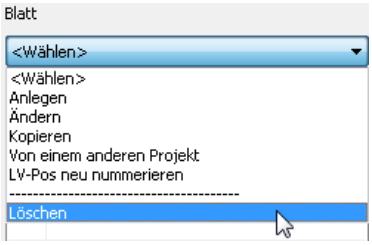

Bild 18.41 – Löschen eines Blattes
- so aktivieren Sie seinen Eintrag – im Beispiel *1.1.1.2* – und wählen im Listenfeld der Blätter die Funktion *Löschen* (Abb. 18.41).